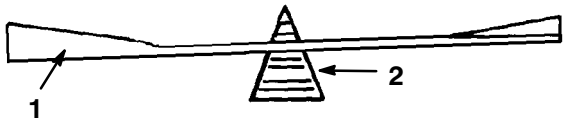

Abbildung 20
2. Die Auswuchtung des Schnittmessers auf einer Messerwaage überprüfen (Abb. 20). Wenn das Schnittmesser in horizontaler Position bleibt, ist es ausgewuchtet und kann wiederverwendet werden. Wenn das Schnittmesser nicht ausgewuchtet ist, an der Rückseite des Messers etwas Metall abfeilen. Diesen Vorgang wiederholen, bis das Messer ausgewuchtet ist.